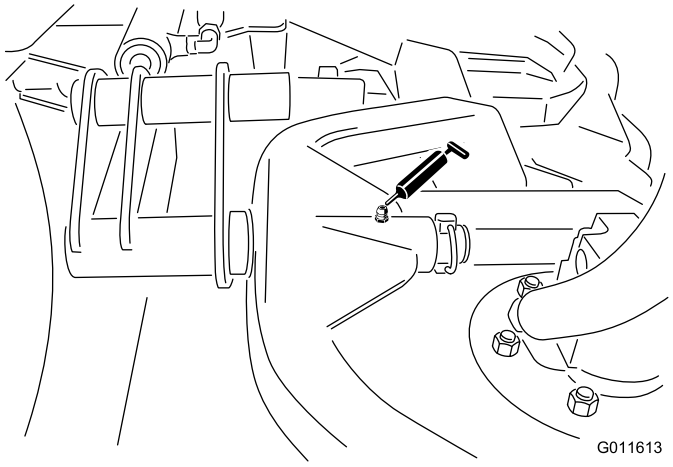

Figur 31
- Svängtapp för klippenhetens bärram (1 var) (Figur 31)